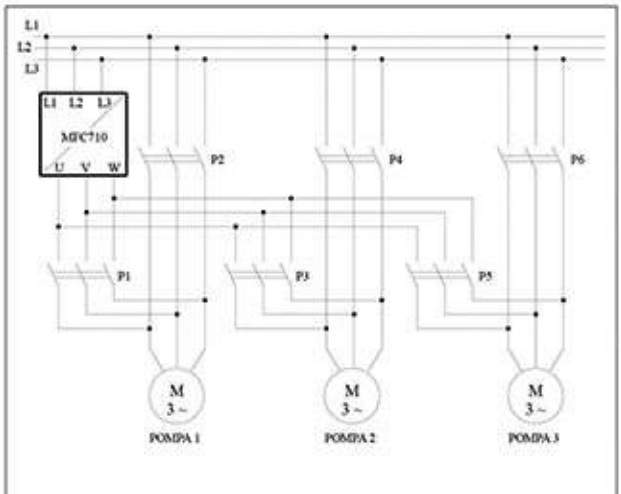
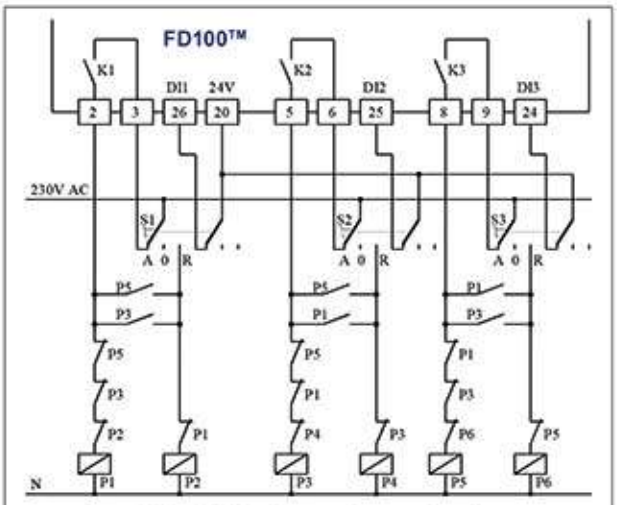

Rys. 10.1 – Podłączenie zespołu 3 pomp do FD100™
Rys. 10.2 – Układ sterowania zespołem 3 pomp
Na rys. 10.1 przedstawiono układ ze sterowaniem zespołem 3 pomp. Jeżeli wybrany zostanie tryb pracy ze sterowaniem pomp (parametr 5.10 „Wlacz pompy" ustawiony na „TAK") Wówczas każdej pompie przyporządkowane zostanie jedno wyjście cyfrowe układu:
Aby zapewnić bezpieczną pracę układu pomp z rys. 10.1 należy zbudować pompowy układ sterowania jak na rys. 10.2. Przełączniki S1, S2 i S3 umożliwiają konfigurację pompy jako : wyłączona (0) / włączona stale na sieć (R) / sterowana automatycznie przez przemiennik (A).
Na rys. 10.2 przyjęto założenie, że wejścia zezwalające / blokujące pracę pompy ustawiane parametrami 5.16, 5.17 i 5.18 ustawione są na sterowanie z wejść cyfrowych WeC1, WeC2 i WeC3 przemiennika (jak w zestawie parametrów fabrycznych nr 2). Oraz, że wyjścia cyfrowe układu K1, K2 i K3 ustawiono jako sygnały sterujące załączaniem pomp (par. 2.90 = „76 pompa1", par. 2.92 = „77 pompa2", par. 2.94 = „78 pompa3").